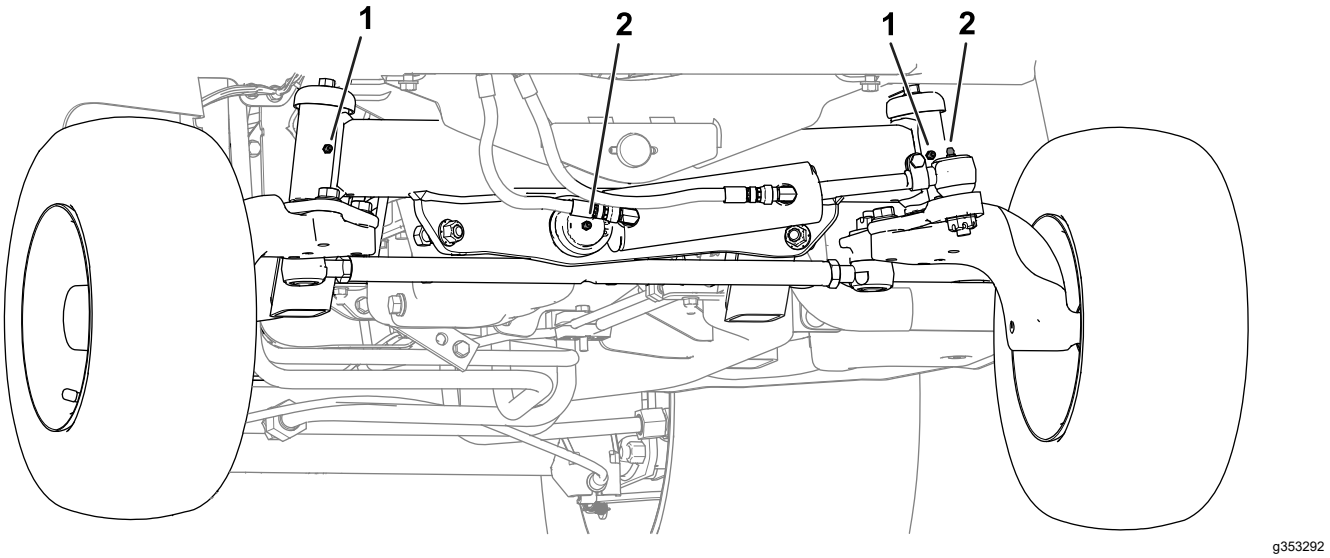

**Figuur 51**
- **Achterkant van de machine** (Figuur 51):
- Kogelverbinding van hydraulische cilinder (2)
- Asnaven (2)